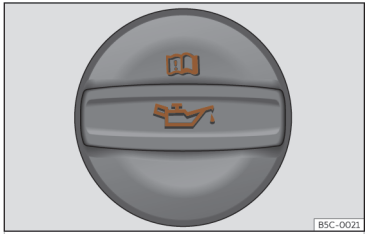

Fig. 218 Tapa de la boca de llenado de aceite del motor en el vano motor.
- Localice la boca de llenado de aceite del motor. Se reconoce por el símbolo ⛽ que hay sobre la tapa ››› **fig. 218**.
- Desenrosque la tapa de la boca de llenado de aceite del motor ››› **fig. 218**.